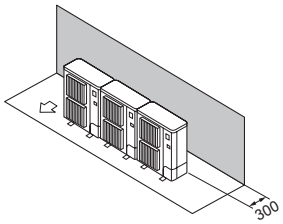

Abb. 2-13
(1) Hindernisse nur auf der Rückseite (Abb. 2-13)